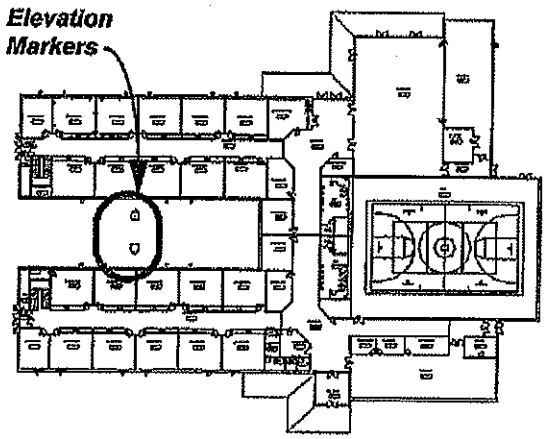

Figure 4–44
4. Place two elevation markers between the two classroom wings as shown in Figure 4–44.